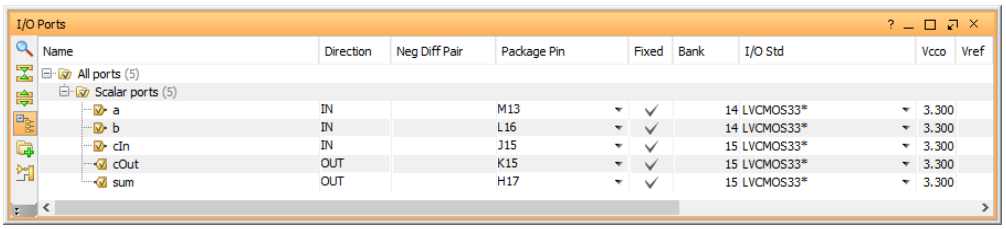

Figure 12. I/O Ports in Console View: a, b, cIn, cOut, and sum
c. Click on the *I/O Panning* under the *Layout* menu. Notice that once RTL analysis is performed, I/O Planning layout is available. In Figure 12, the design ports (a, b, cIn, cOut, and sum) are listed in the *I/O Ports* tab of the *Console View* area.